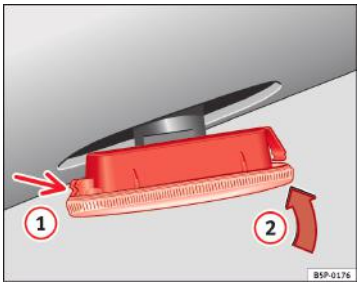

Fig. 164 Lămpile laterale de semnalizare a schimbării direcției
– Mai întâi introduceți lampa de semnalizare a schimbării direcției în deschizătura din caroseria automobilului, fixând-o cu clemele ① ⇒ fig. 164, apoi presați becul în sensul săgeții ② ⇒ fig. 164. ■